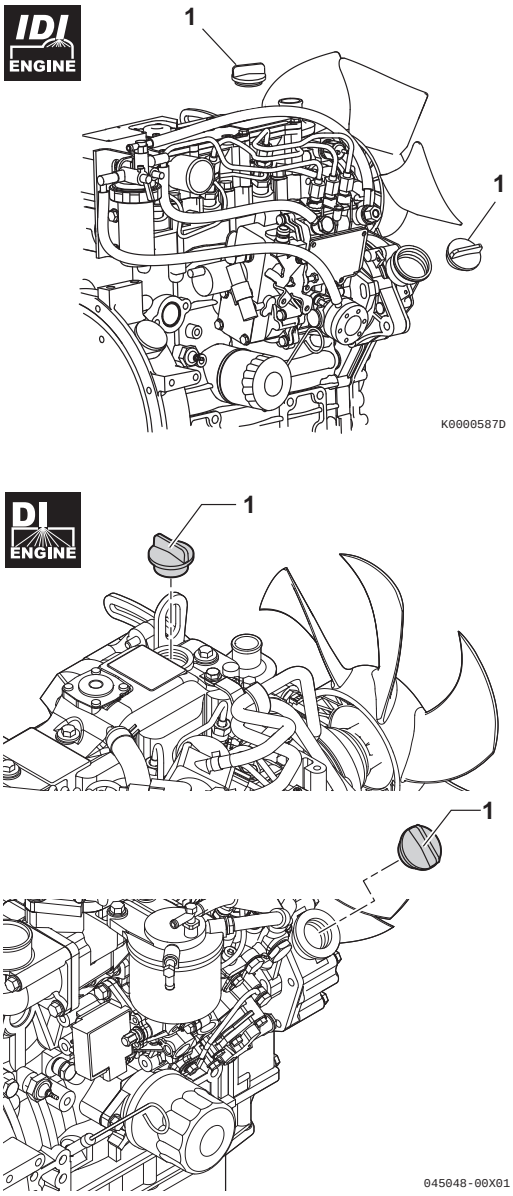

Figure 1
4. Remove one of the oil filler caps **(Figure 1, (1))** to vent the engine crankcase and allow the engine oil to drain more easily.